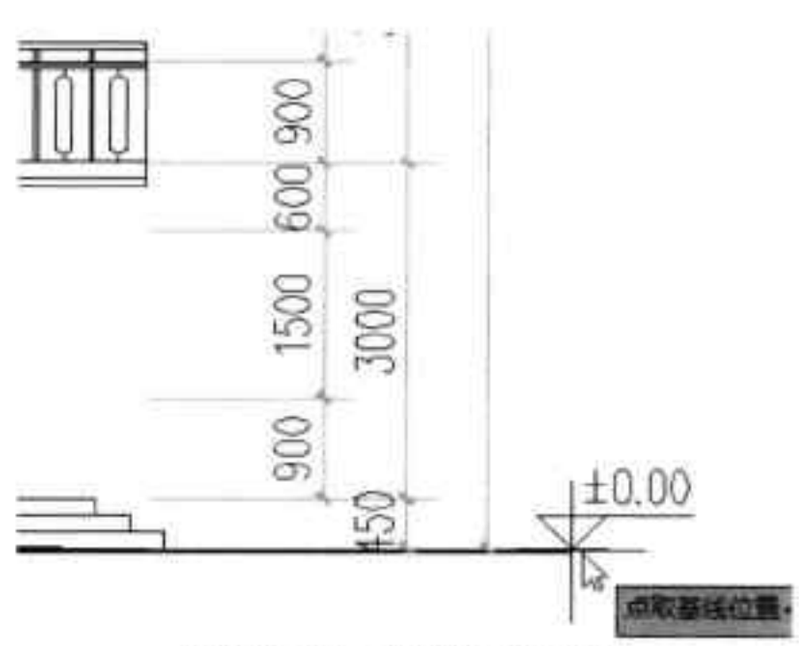

图17-84 设置标高方向
Step 03 在绘图区域中，指定标高位置，然后根据命令行提示，设置标高的方向，如图 17-84 所示。